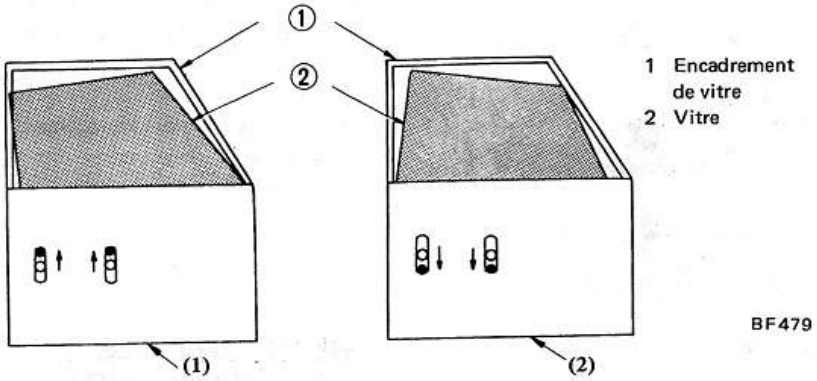

Fig. BF-33 Réglage par la coulisse de guidage latéral de panneau
1. Pour remettre de niveau une vitre qui est inclinée dans la coulisse de guidage, comme en (1) de la Fig. BF-33, relever la coulisse de guidage de la valeur nécessaire.
2. Pour corriger le défaut illustré en (2) de la Fig. BF-33, abaisser la coulisse de guidage de la valeur nécessaire.